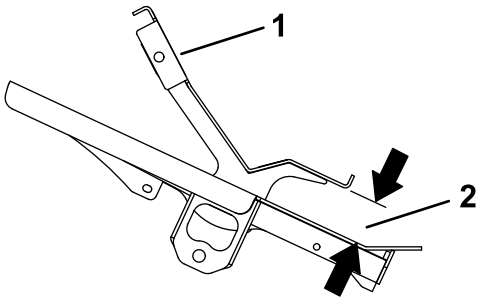

Figura 8
3. Mueva el pedal de tracción a la posición de punto muerto, y ajuste la rótula enroscándola o desenroscándola hasta que obtenga la dimensión indicada en Figura 8.